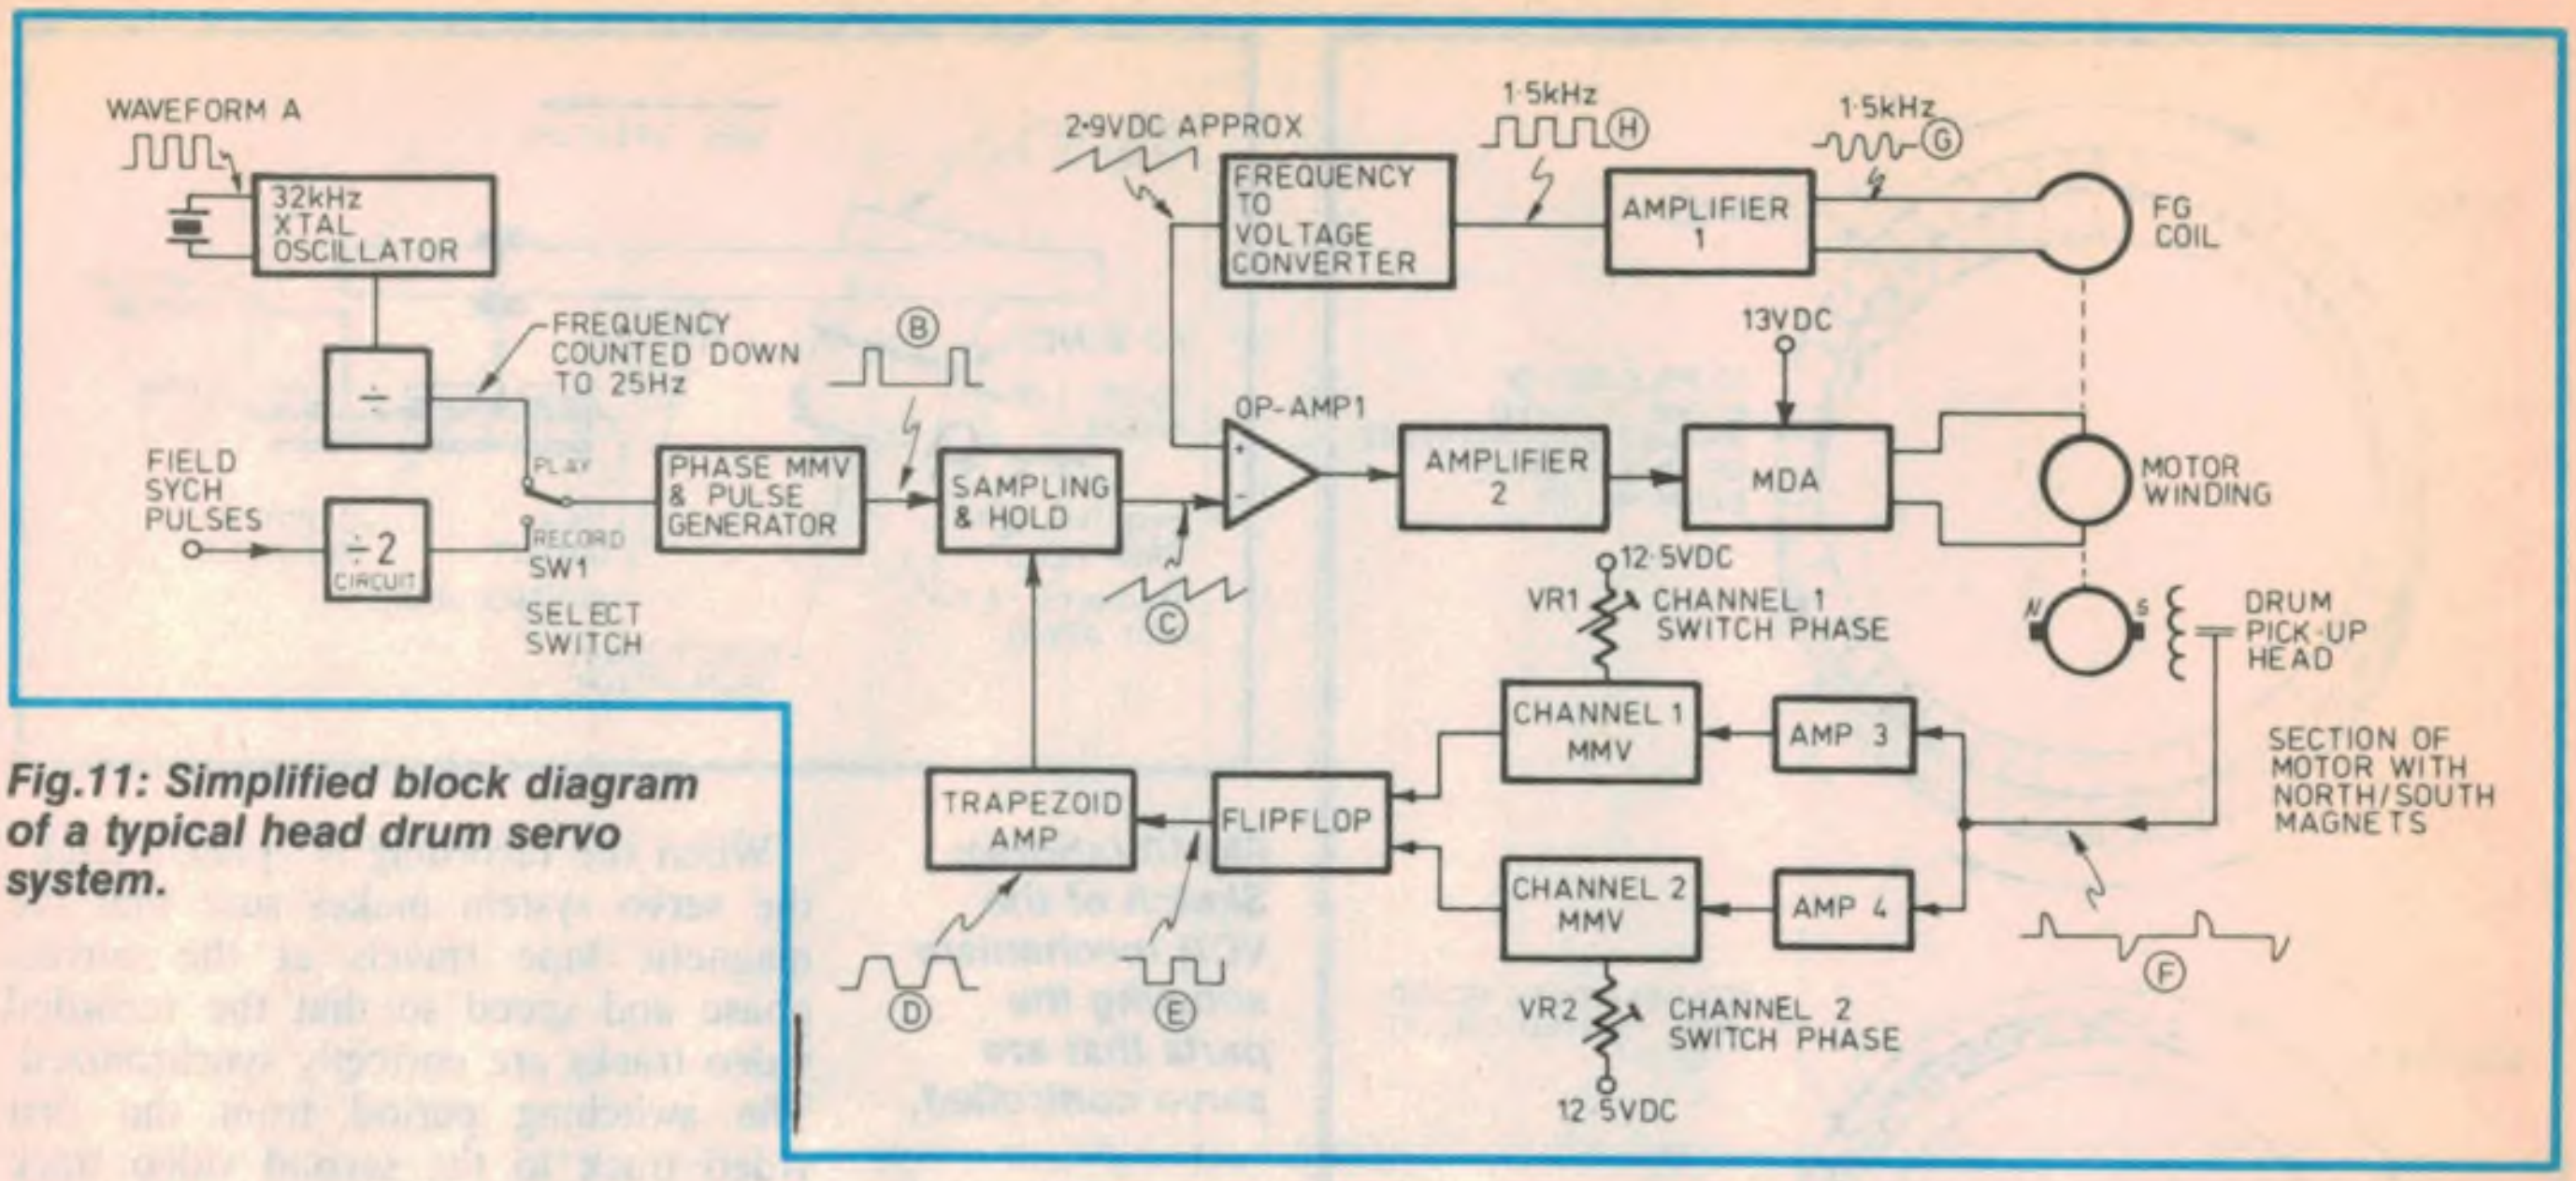

Fig.11: Simplified block diagram of a typical head drum servo system.
Fig.11 is a simplified block schematic of a typical VHS drum servo system. The 1.5kHz signal from the FG board feeds to amplifier 1, which converts the sine wave at point G into a square wave (H). The signal now passes through a frequency to voltage (F/V) converter. If the frequency of the 1.5kHz signal becomes higher, the voltage output of the converter drops. Conversely if the frequency decreases, then the voltage output increases.
Most of the circuitry of Fig.11 including SW1, which is controlled by the microcomputer, is contained within a few integrated circuits.